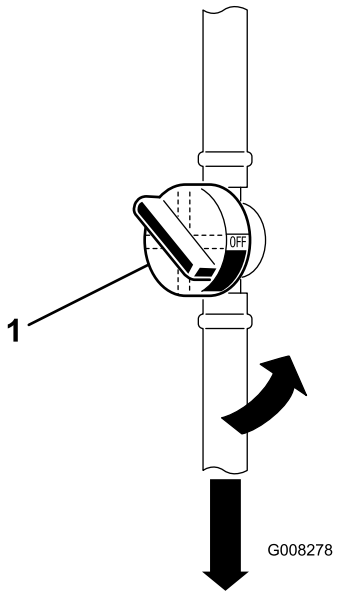

Figur 28
6. Åpne drivstoffventilen (Figur 28).
7. Klem sammen endene på slangeklemmene, og skyv dem bort fra det gamle filteret (Figur 28).